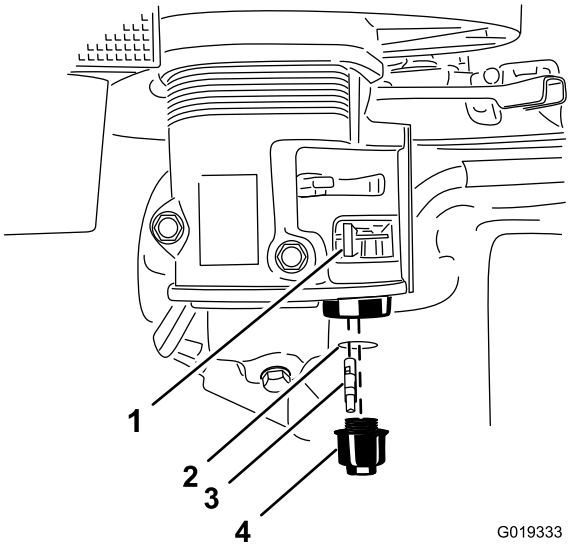

Figure 61
3. Tournez le robinet d'arrivée de carburant complètement à gauche en position Fermée (Figure 61).
4. Dévissez la cuvette de décantation (Figure 61).
5. Déposez le filtre à carburant et le joint torique (Figure 61).
8. Posez le filtre à carburant au fond du carburateur (Figure 61).